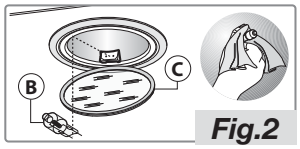

Fig.2
- Plaats het sjabloon op de muur en zorg ervoor dat de lijn samenvalt met de lijn die eerder afgetekend is op de muur. Teken de positie van de gaten af en boor ze (Fig.2).